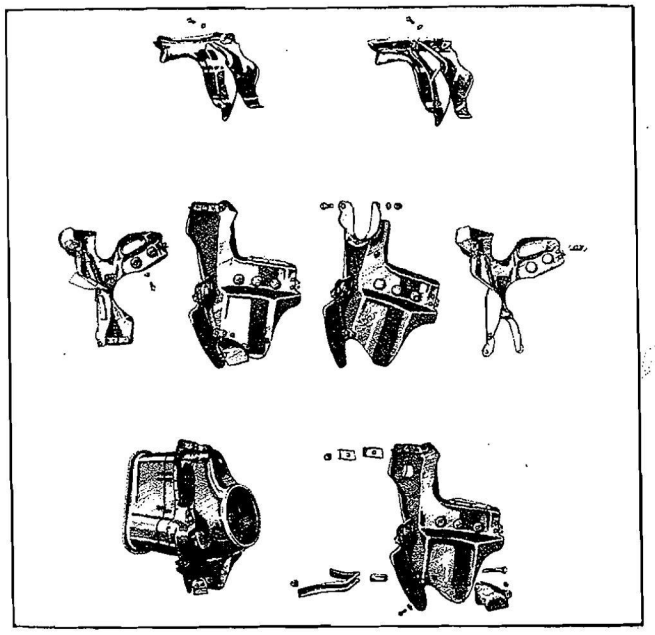

Figure 5—Air Deflectors
e. The cylinder barrel, with integral cooling fins, bolting flange, and threads to secure the cylinder head, is machined from a steel forging. The surface of the cylinder bore is nitrided to increase the life of the cylinder. Pressure type cylinder barrel and cylinder head air deflectors and air cooled type spark plugs are used. Refer to Figure 5. Twenty holes are provided in the bolting flange for attaching the cylinder assembly to the crankcase. Cap screws and spherical seat washers are used to bolt the cylinders to the steel crankcase.